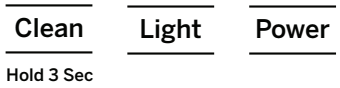

Figure 3
5. L'anneau d'affichage va s'allumer en jaune et se mettre à pulser. Voir la figure 3.